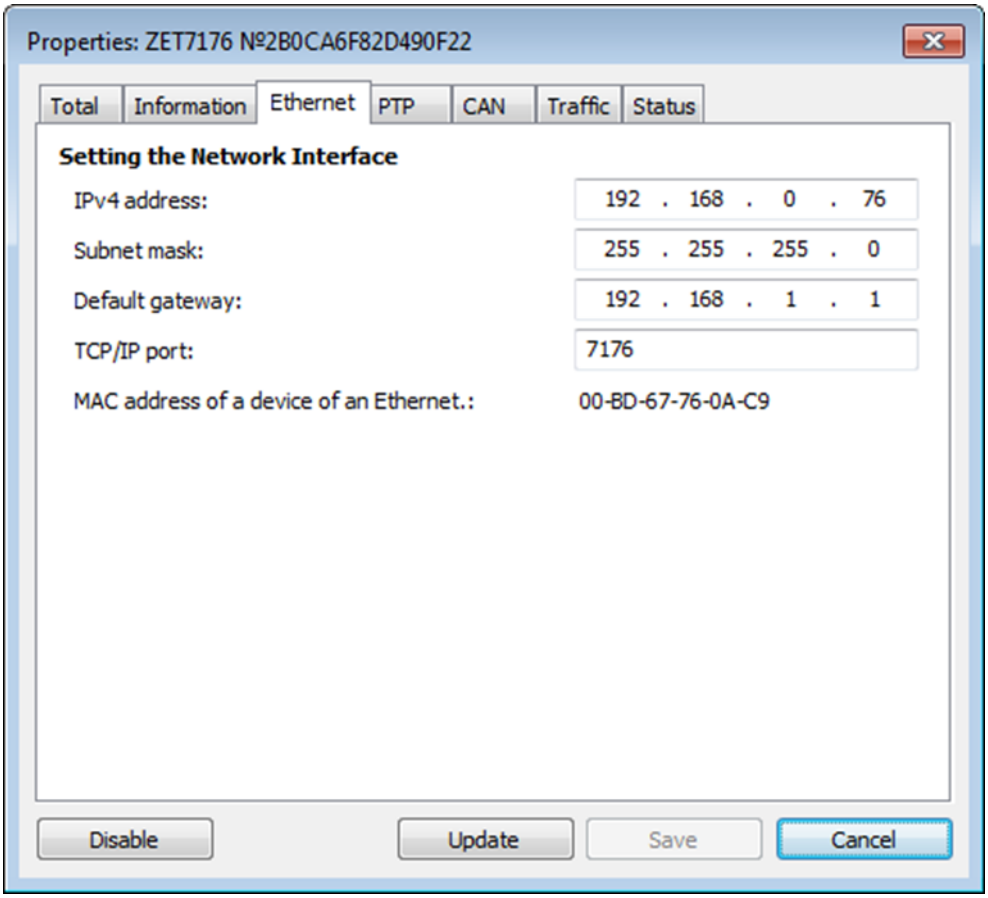

Figura 2.7 «Ethernet» tab
- Configurar la dirección de red de acuerdo con los requisitos aplicables en los campos "Ipv4 address", "Subnet mask", "Default gateway" de la pestaña "Ethernet" (*Figura 2.7*).